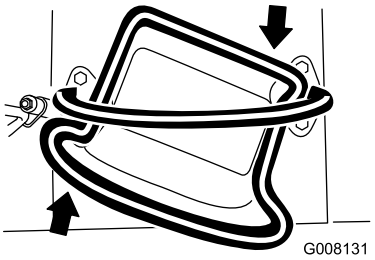

Figur 9
- Vrid drivreglaget medurs för att svänga åt höger (Figur 9).